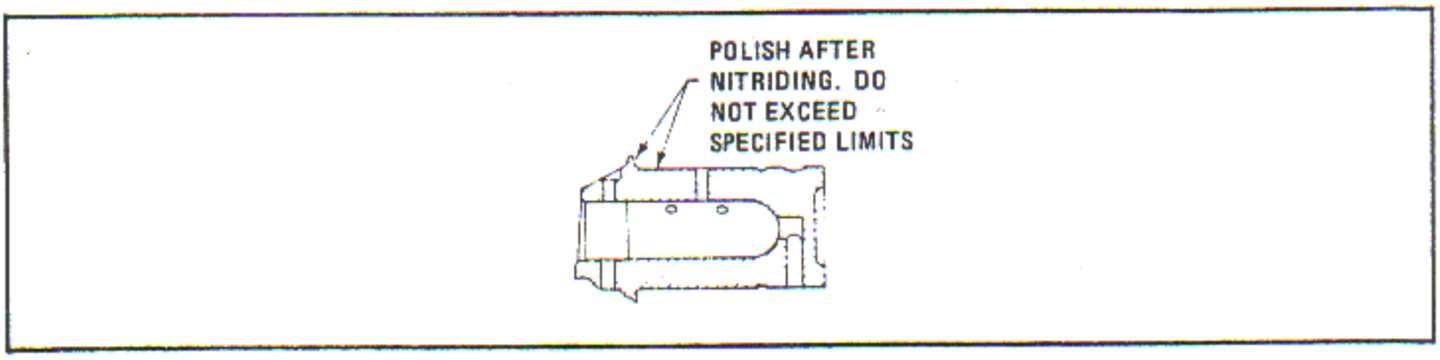

Figure 6-270. Polish Nitrided Wear Surfaces
a. Polish all nitrided critical wear surfaces as shown, but do not exceed specified service limits. See figure 6-270.